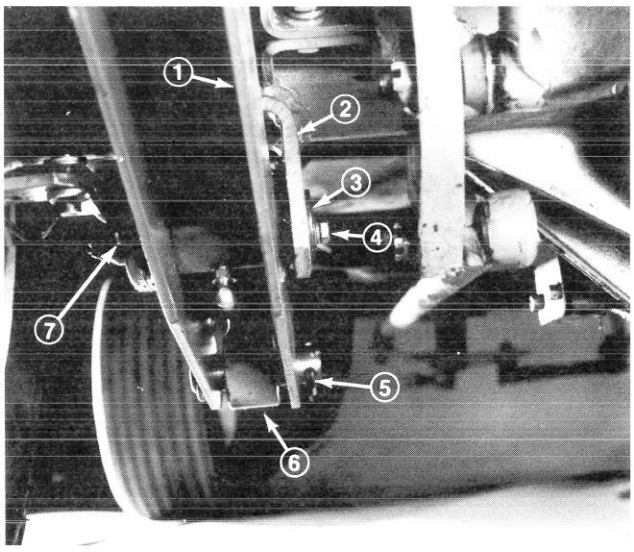

Figure 20
4. Slide frame under traction unit, align frame holes with axle bracket holes, insert pivot pins and secure with capscrews, flatwashers, lockwashers, and cotter pins (supplied with traction unit) (Fig. 20).
5. Align frame holes with cylinder rod hole, insert pin and secure with cotter pin (Fig. 20).